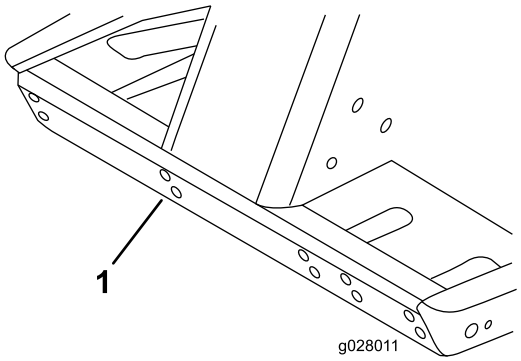

Figura 14
1. Montate la staffa di montaggio sulla parte anteriore del trattorino, utilizzando i fori di montaggio illustrati nella Figura 14.